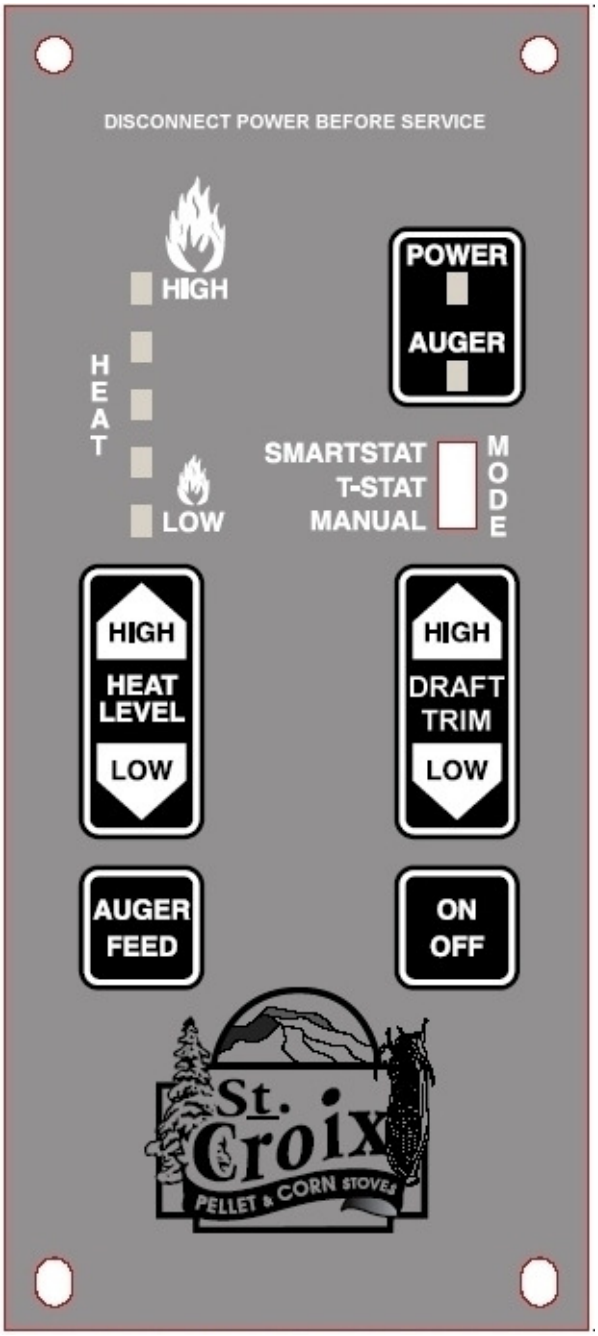

Figure 23
A closer look at the Control Board to the right in figure 23 will explain how the board works. There are essentially 4 buttons on the control board. Two of these buttons, the **Heat Level** and **Draft Trim** Buttons, have a High/Low side to advance these settings up or down. There is a slide switch that controls the Thermostat Mode and an LED Light bar that indicates which of the 5 Heat Settings the Stove is running on.
Shutting The Stove Off *(Refer to Figure 23)*
The #2 LED, #3 LED and #4 LED lights on the LED Light bar *(See figure 23)* will flash to give a diagnostic code to help in diagnosing problems that may occur.
1. The **Proof of Fire** switch. This switch will sense the temperature of the Exhaust rising during start up. If the Exhaust temperature does not reach 110 degrees F, or if, during use, the temperature drops below 110 degrees F, the Auger will quit feeding fuel and the drum will start rotating until the Stove completes the safety shutdown. The #3 LED will start blinking. *(See Figure 23 on Page 36)*